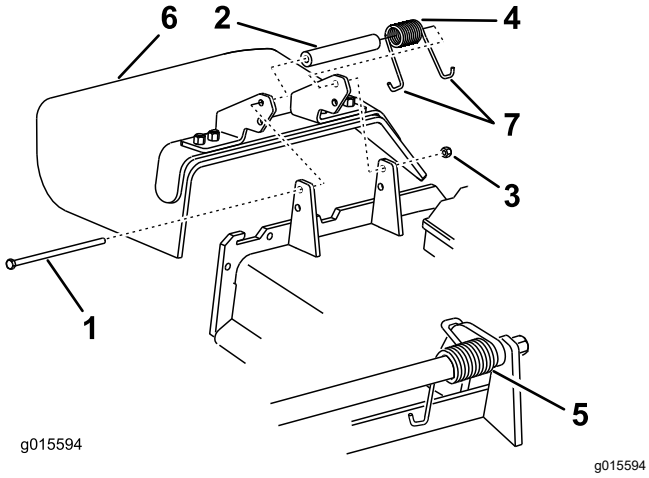

Figur 121
1. Fjern låsemutteren, bolten, fjæren og avstandsstykket som holder avlederen festet til svingbrakettene (Figur 121).
2. Fjern den skadde eller slitte gressavlederen (Figur 121).
Merk: Påse at J-krokenden av fjæren er montert bak kanten på klippeenheten før du monterer bolten som vist i Figur 121.
6. Plasser én J-krokende rundt gressavlederen (Figur 121).